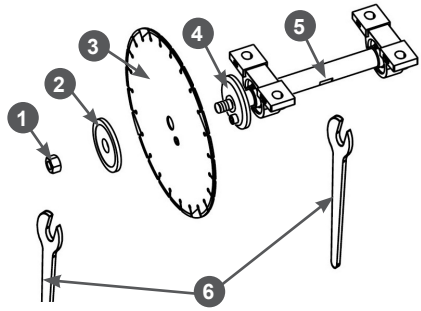

Рис. 16 Установка режущего диска
7. Совместите отверстия и установите режущий диск 3 на внутреннюю шайбу 4 и головку болта М6 (Рис. 16). Затем установите внешнюю шайбу 2 и закрутите гайку 1 (левая резьба) (Рис. 16).
8. С помощью ключей затяните гайку крепления диска до упора (левая резьба). Удерживать вал диска от проворачивания необходимо ключом за лыску 5, имеющуюся на вале (Рис. 16).